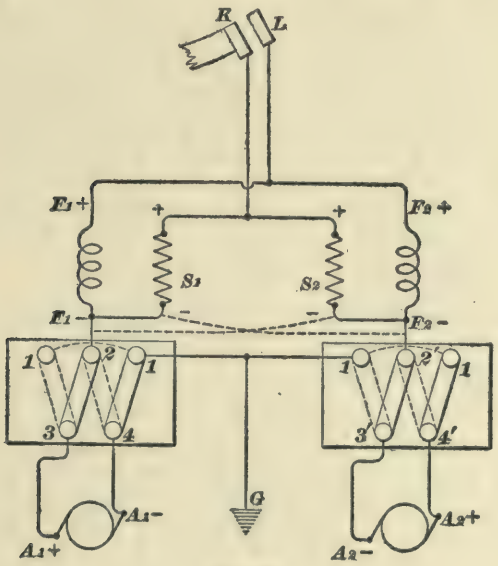
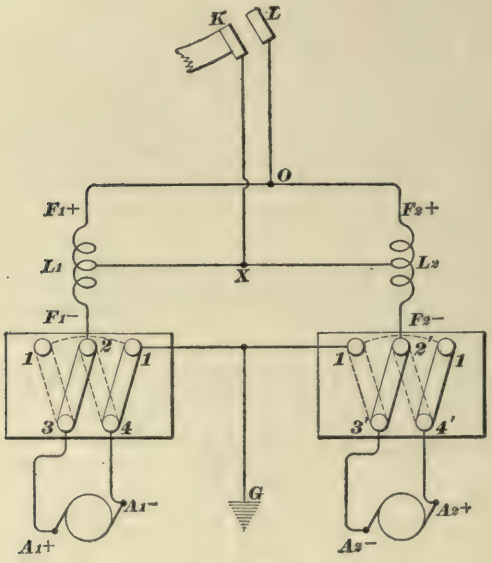

FIG. 29.
FIG. 30.
**39. *K* and *L* Wires Interchanged.**—By means of Figs. 29 and 30 it can be seen that the effect of interchanging the field wire with either the shunt wire or the loop, is to put them in action throughout the range of the rheostat,
thereby, in the case of the loop, Fig. 30, making the car slow-starting and doing away with the increase of speed that ought to be felt in passing to the final position on the rheostat. In the case of the shunt, Fig. 29, the car would start with a